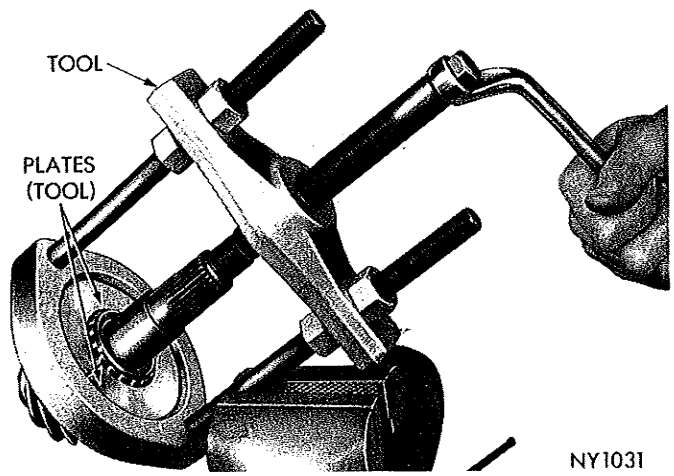

*Fig. 15—Removing Rear Pinion Bearing Cone*
(23) Remove rear pinion bearing cone from pinion stem using Tool C-293 and #40 plates (Fig. 15).